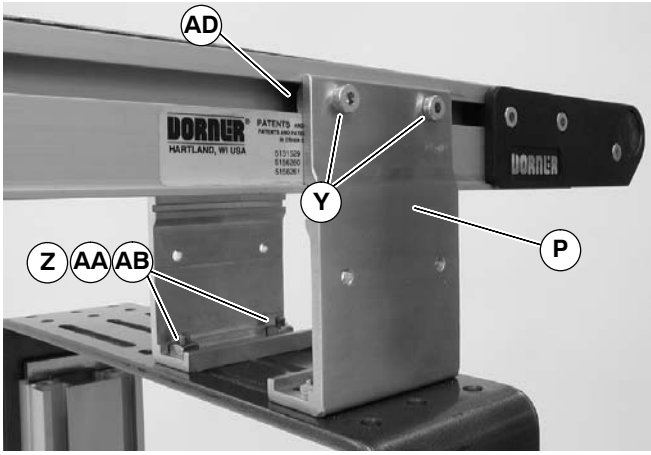

Figure 10
3. Insert T-bars (AC of Figures 9) into conveyor side slots (AD of Figure 10). Fasten brackets (P of Figure 10) to conveyor with mounting screws (Y).
4. Fasten brackets to support stand with mounting screws (Z of Figure 10), washers (AA) and nuts (AB).
5. Tighten screws (Y & Z of Figure 10) to 7 Nm.